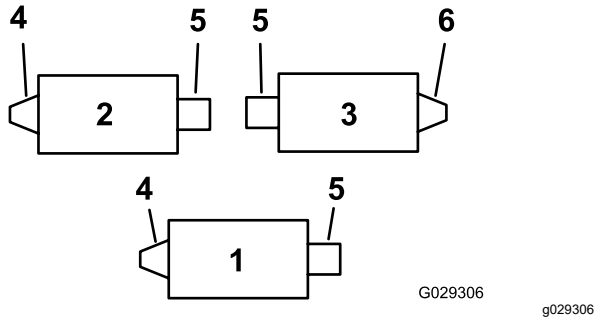
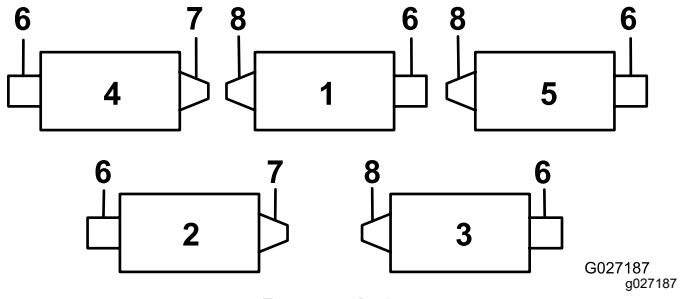
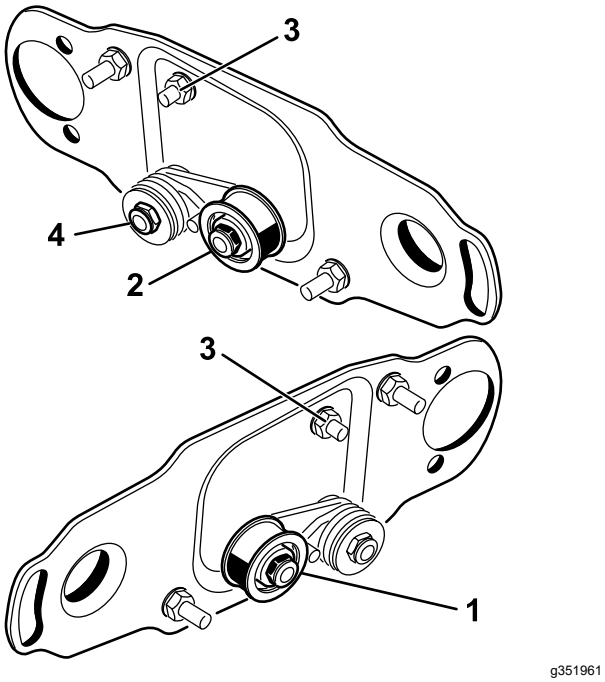

Rysunek 1
Rysunek 2
Rysunek 3
Określ położenie szczotek wałkowych i silników wrzecion, korzystając z Rysunek 1 w przypadku maszyny Reelmaster 3100-D oraz z Rysunek 2 w przypadku maszyny Reelmaster 7000-D.
Informacja: Napędy w wersji prawej występują w jednostce tnącej 3 w kosiarkach Reelmaster 3100 (Rysunek 1) oraz jednostkach tnących 2 i 4 w kosiarkach Reelmaster 7000 (Rysunek 2).
W przypadku napędu szczotki wałkowej od prawej strony (Rysunek 1 oraz Rysunek 2) odwróć zespół jałowego koła pasowego i zamontuj go do **prawej strony** jednostki tnącej (Rysunek 3) w następujący sposób:
otworu płyty szczotki z prawej strony jednostki tnącej (Rysunek 3).
2. Wykręć śrubę zamkową z nakrętką i przenieś je do górnego otworu zajętego wcześniej przez zespół jałowego koła pasowego (Rysunek 3).